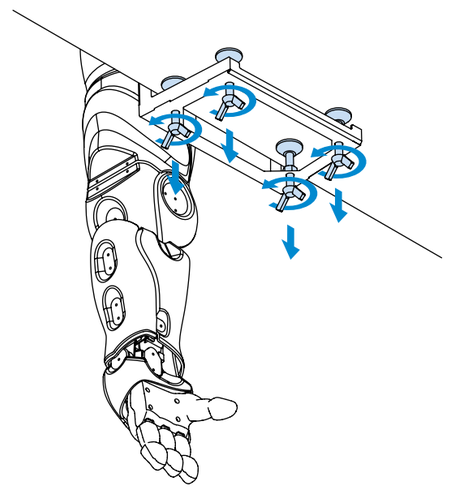

Рисунок 27.
12. Снять фиксацию кронштейна крепления Rooky (рисунок 27)